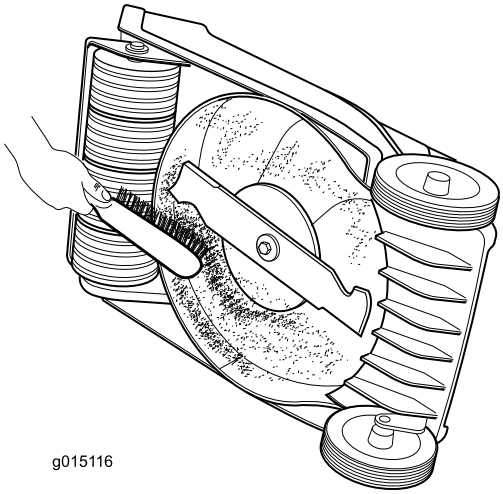

Figur 17
- Rengör klipparhusets undersida. Ta bort smuts och gräsklipp med en skrapa eller borste i ett hårt träslag (Figur 17).